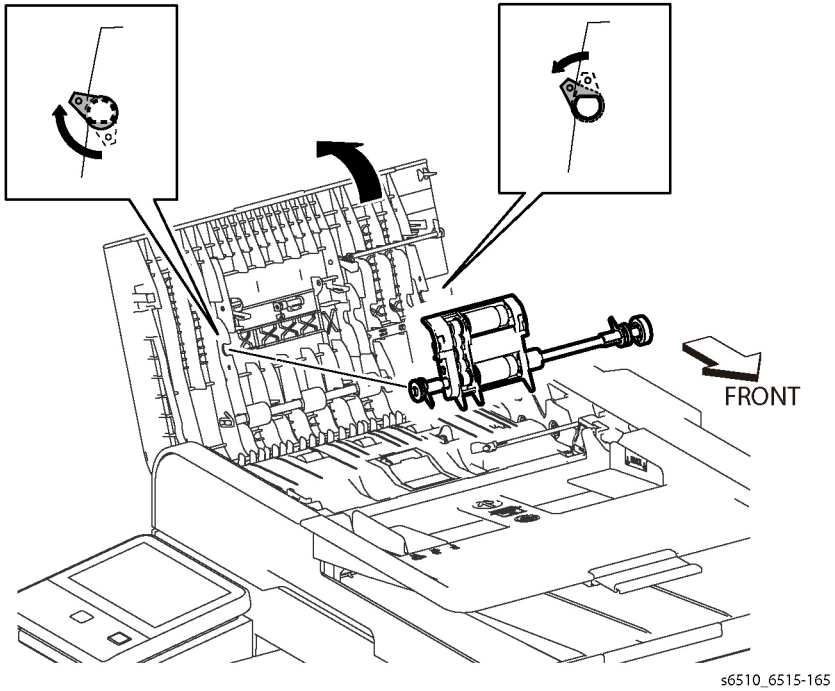

Figure 1 Remove the DADF Feed Roller
1. Refer to Figure 1 to open the DADF Upper Feeder Assembly.
2. Refer to Figure 1 to rotate the two hooks, one on each side of the DADF Feed Roller, and release the bosses.